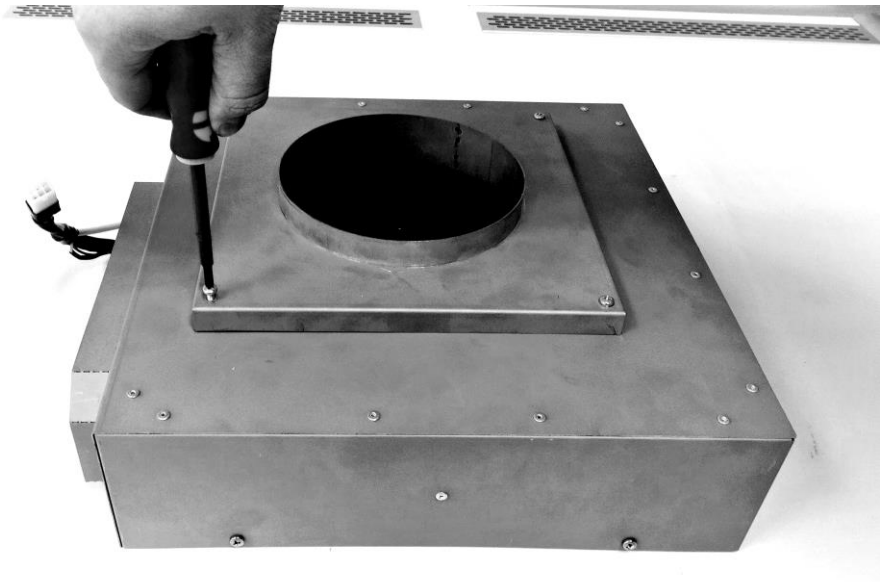

Rys. 1A
1. Z turbiny zewnętrznej (B) odkręcamy kołnierz. Cztery śruby M4x35 (Rys.1A)